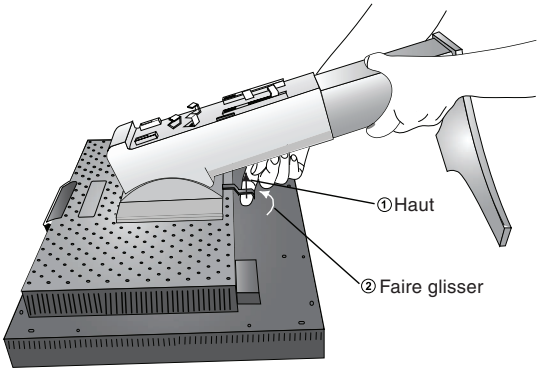

Figure S.2
4. Placez une main autour du socle et l'autre sur le levier à dégagement rapide. Déplacez le levier à dégagement rapide dans la direction indiquée par les flèches (**Figure S.2**).